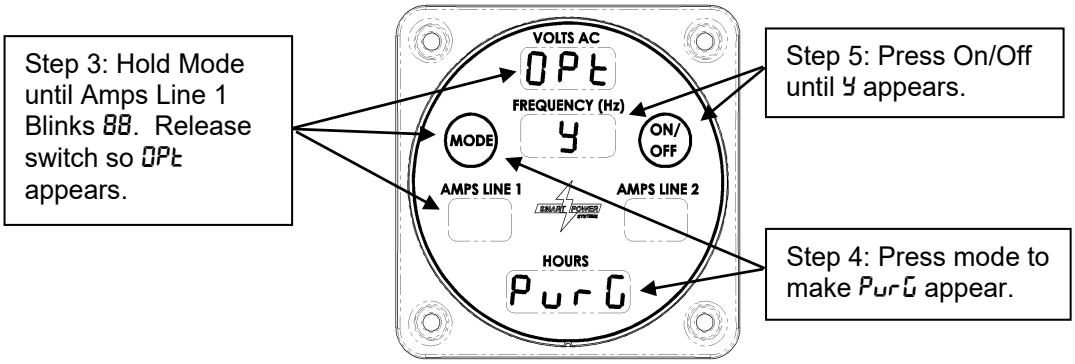

Figure 11 – Enabling Purge Mode
The system controller has been designed to provide a purge option. With this option applied, the generator will turn at a reduced speed to minimize wear to the system's hydraulic components while purging air from the system. The generator is shipped from the factory with the purge option enabled. Reference Figure 11, below, for instruction on manually enabling purge mode.
3. Otherwise, press and hold the Mode switch until the Amps Line 1 field begins blinking 88 (more than 10 seconds). Release the switch so OPt appears. Reference Figure 11.